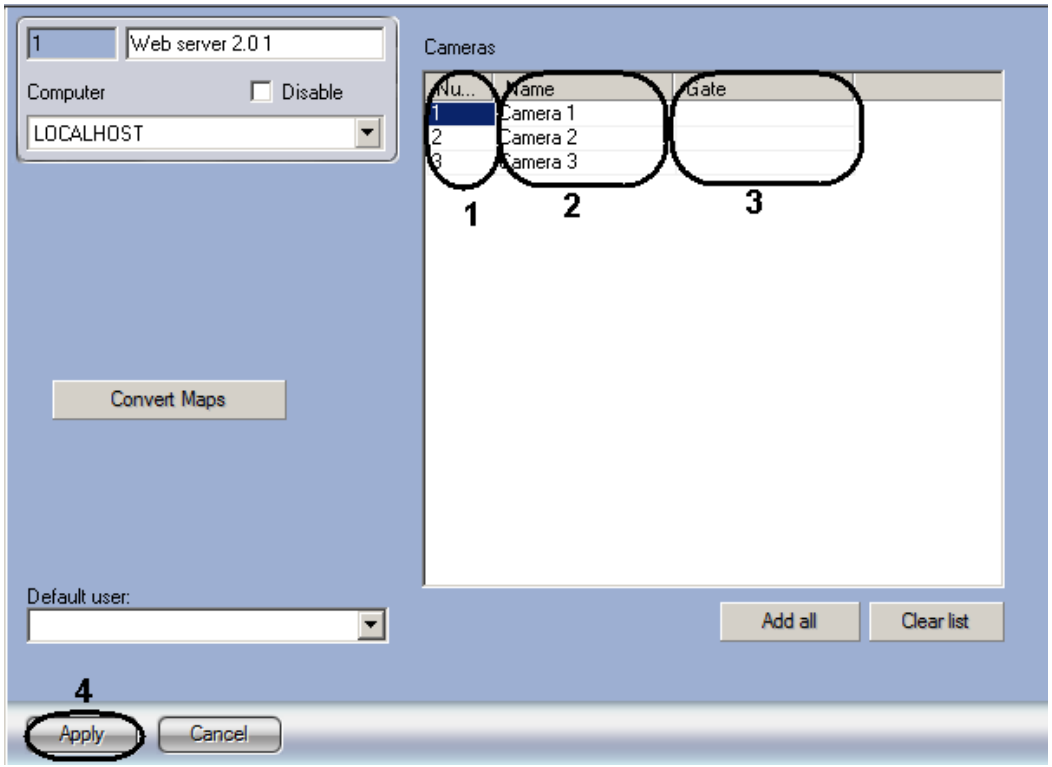

Figure 8.16-8 Selecting video cameras for the "Web-server 2.0" module
1. Go to the settings panel for the "Web-server 2.0" object (Figure 8.16-8).
2. In the “Number” dropdown list, select the number of the required “Camera” object (Figure 8.16-8, 1). The “Name” field is filled automatically after the left click outside the dropdown list (Figure 8.16-8, 2).
3. If the video signal that is displayed by the client of the Web-server 2.0 goes from video gateway, then select the required “Videogate” object in the “Gate” dropdown list (Figure 8.16-8, 3).
Note. To add all created video cameras from the object tree to the list, click the «Add all» button (Figure 8.16-8, 4).
To remove all video cameras, click the “Clear list” button (Figure 8.16-8, 5).
4. To save configuration, click the “Apply” button (Figure 8.16-8, 6).